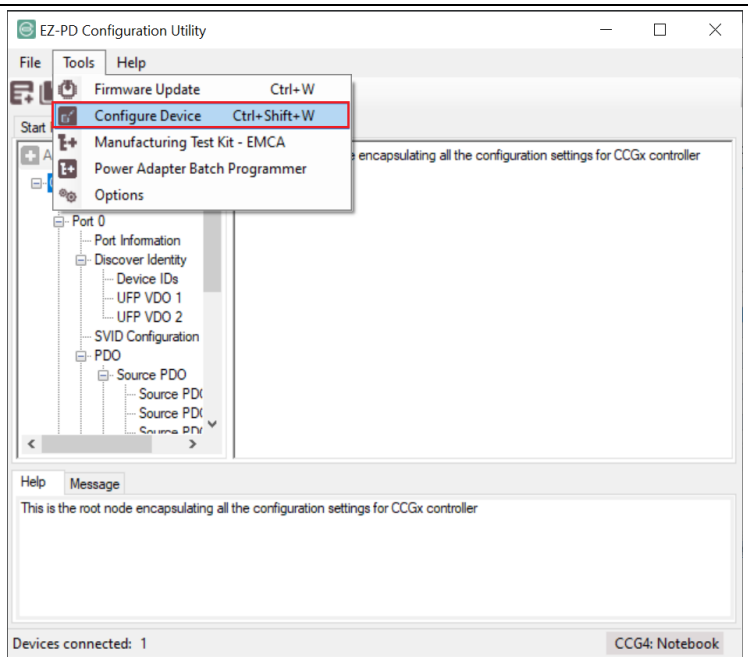

**Figure 18 Configuring the CCG4 device with the modified parameters**
6. Click **Tools** > **Configure Device** to update the saved parameters in the CCG4 device, as shown in Figure 18. Click **Yes** on the message box if it appears.